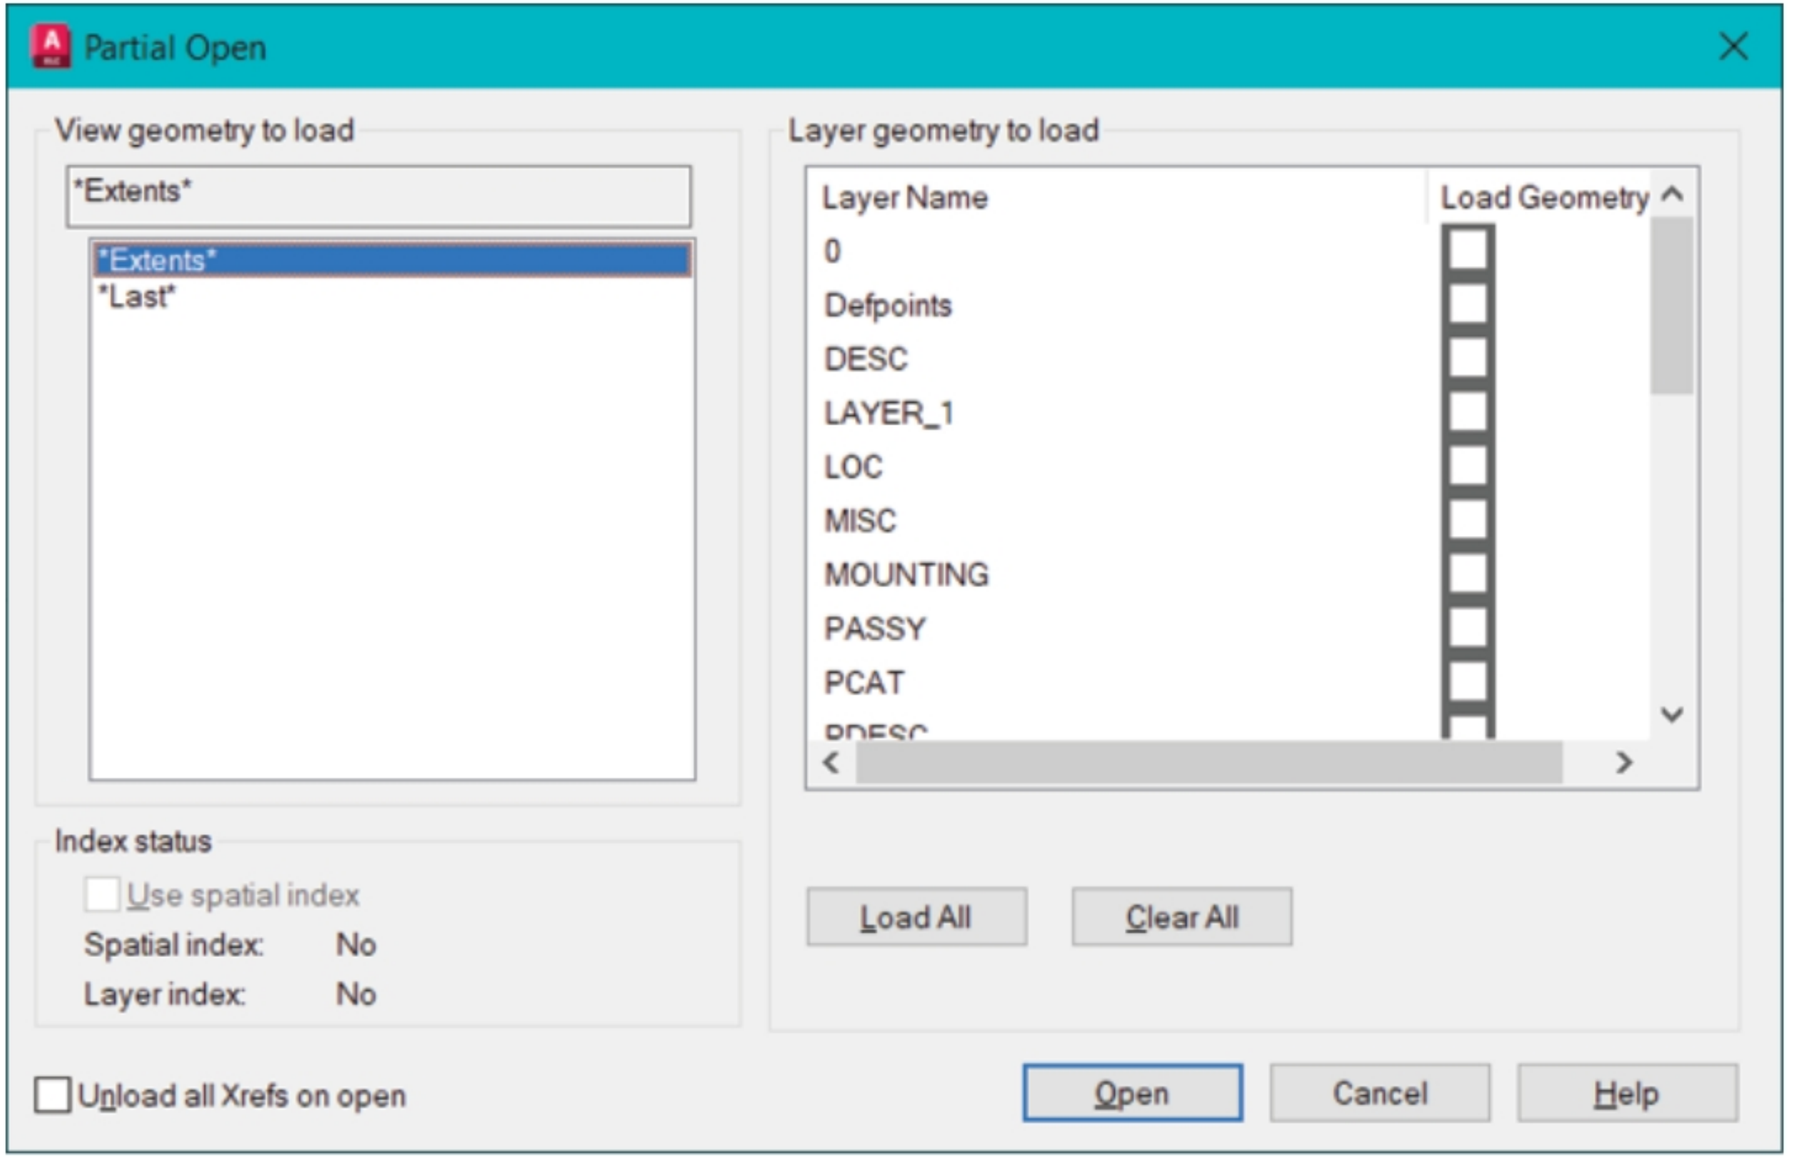

Figure-38. Partial Open dialog box
- If you want to open a drawing file partially, then select the **Partial Open** option from the drop-down. The **Partial Open** dialog box will be displayed as shown in Figure-38.